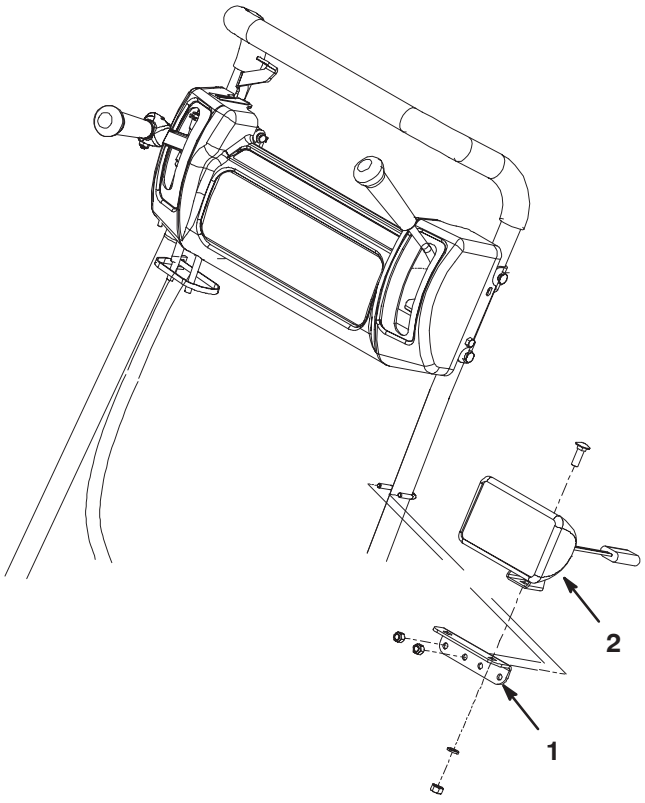

Figure 1
- Align the **inner** set of light bracket mounting holes with the handle. The light bracket should extend outward from the handle (Fig. 1).
- Loosely secure the light bracket to the handle with a clamp and two nylon insert locknuts (Fig. 1).
- Tighten the two nylon insert locknuts (Fig. 1).
- Using the **outer** mounting hole in the light bracket, mount the light to the bracket with a carriage bolt, lock washer and nut (Fig. 1).